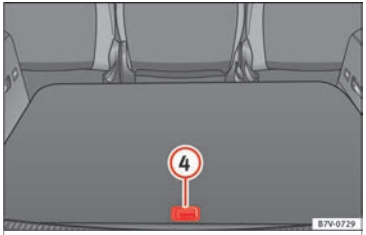

Fig. 113 Other compartments in the boot floor.
Open the rear compartment ››› Fig. 113 ④:	▷ Lift the rear of the boot floor using the handle.